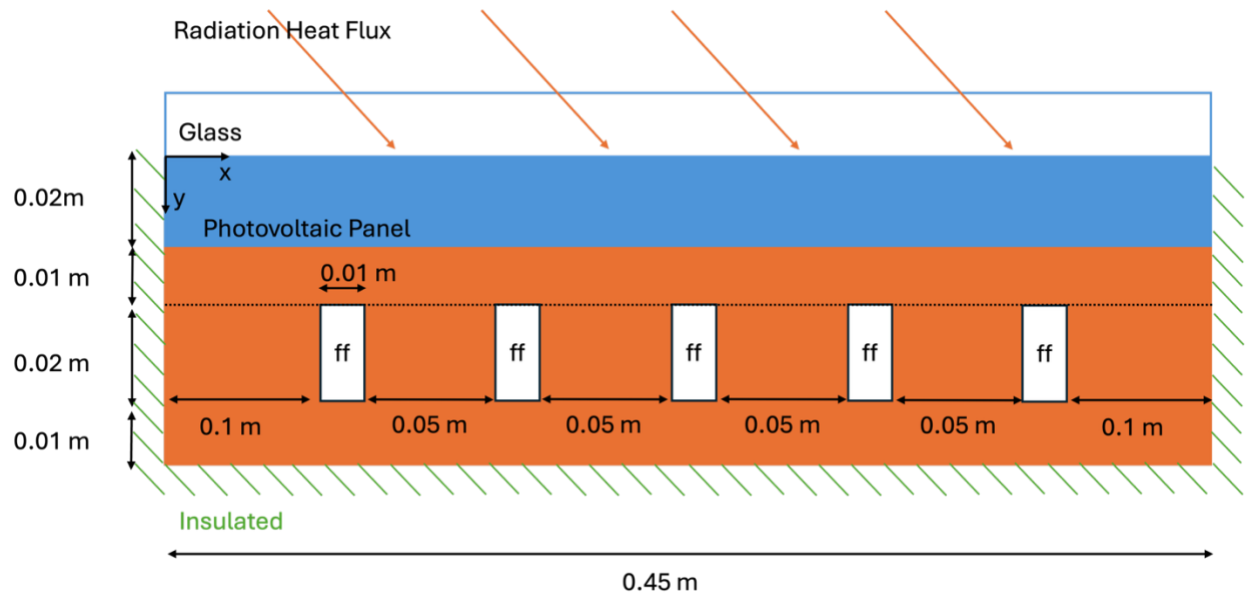

Figure 2 The cross section
An engineer is assigned to the task to analyze the temperature distribution in a simplified cross-section of the solar panel cooling system as shown in Figure 2. Heat is absorbed at the top surface of the solar panel, while the side and bottom surfaces are insulated. Under steady-state operating conditions, the net radiation heat flux to the surface is $q''_{rad} = 1500\ W\ /\ m^2$. Assume the length in the z direction is long enough that the temperature distribution is uniform through the z direction. The heat absorbing unit consists of five ferrofluid channels.
- The width of each water channel is 0.01 m, and the height is 0.02 m. The position of the water channels is shown in Figure 2.